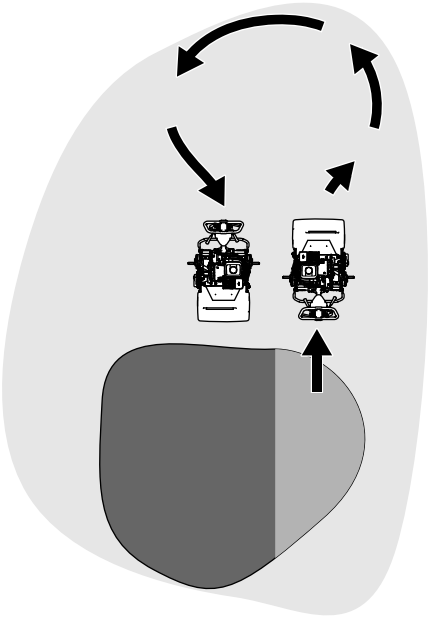

Figur 23
- Sväng maskinen utanför greenen genom att höja klippcylindern (tryck ned handtaget) och gör en droppformad sväng på drivtrumman (Figur 23).
1. Lokalisera hjuldrivningsreglaget på växellådan (Figur 23).